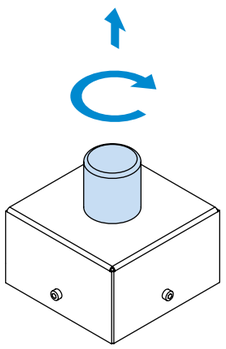

Рисунок 24.
19. Перевести кнопку аварийной остановки в положение ВЫКЛ (рисунок 24)